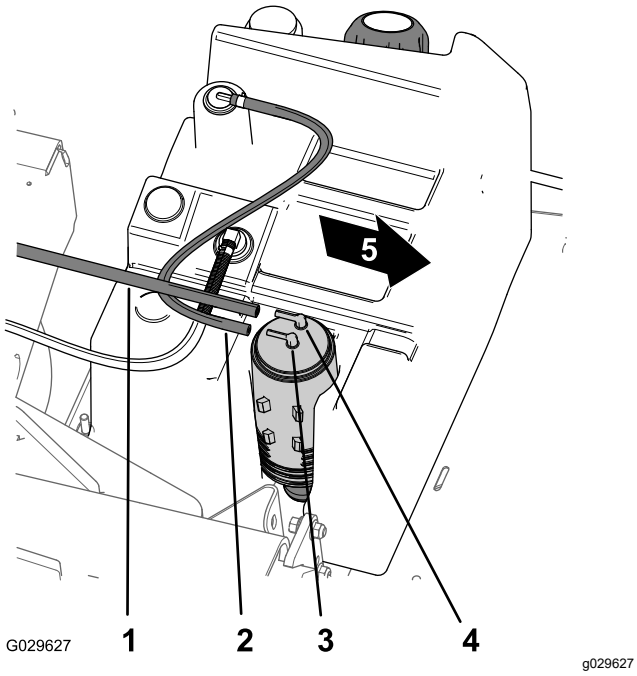

Figuur 49
1. Verwijder de zuigslang van de fitting op de koolstofhouder die gemarkeerd is met 'Purge' (afvoeren) (Figuur 49).
2. Verwijder de slang van de brandstoftank van de fitting op de koolstofhouder die gemarkeerd is met 'Fuel Tank' (brandstoftank) (Figuur 49).
8. Monteer de zuigslang op de fitting op de koolstofhouder die gemarkeerd is met 'Purge' (afvoeren) en de slang van de brandstoftank op de fitting die gemarkeerd is met 'Fuel Tank' (brandstoftank) (Figuur 49).